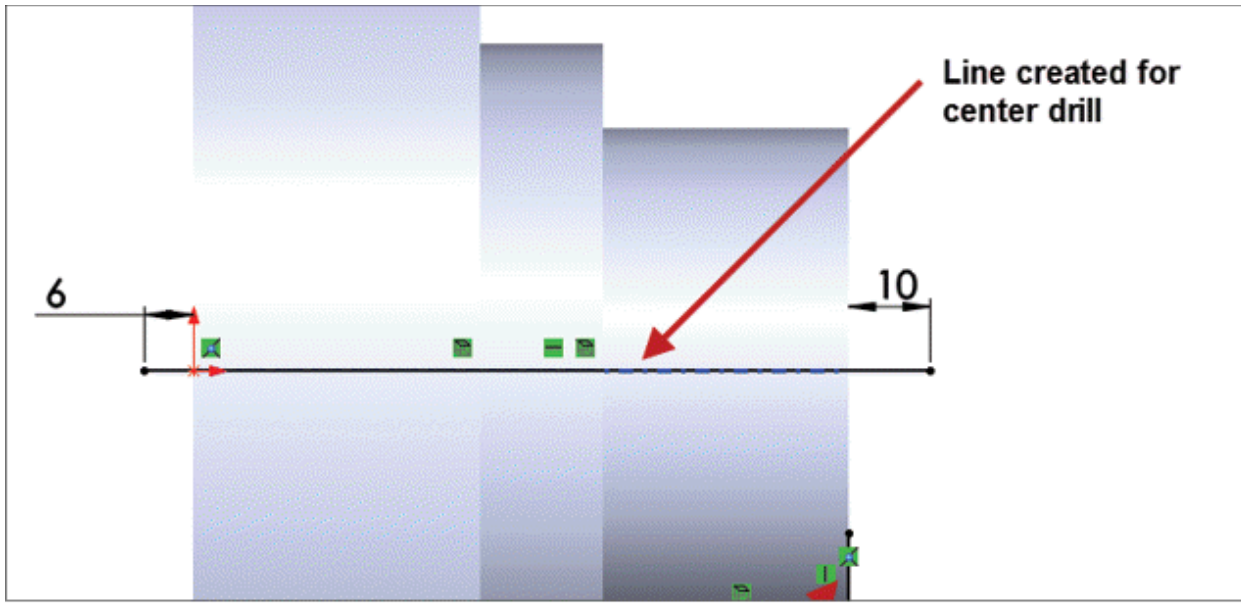

Figure-116. Sketch for toolpath of Practical 1
- Click on the **Line Endpoints** tool from the **Lines** panel of **Wireframe** tab in the **Ribbon** and create a sketch line as shown in Figure-116. Note that you do not need to get exact dimensions but the dimensions should be near the shown values. This line will be used for defining path of drill operation.